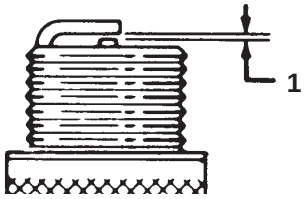

Figur 39
6. Still luftgapet mellom elektrodene på 0,76 mm, som vist i figur 39.